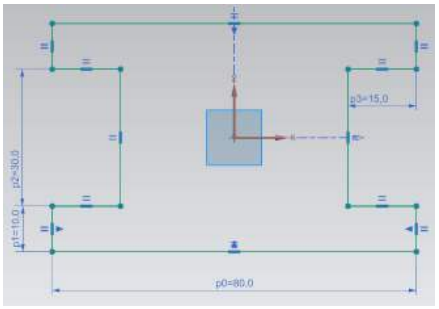

Figure 3-26 *The outer profile after adding required dimensions*
2. Select line 1; the current dimension of line 1 is attached to the cursor. Now, you need to place the dimension at the required location. Click below the line 1 to place the dimension, refer to Figure 3-26. As you place the dimension, an edit box is displayed. Enter **80** in the edit box and press Enter. Next, choose the **Fit** tool from the **Operation** group of the **View** tab.
6. Exit the **Rapid Dimension** tool by pressing the Esc key and then drag the dimensions to place them properly around the sketch, refer to Figure 3-26.